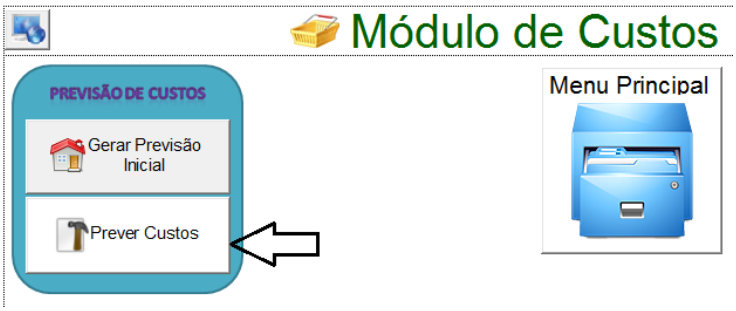

Figura 19 - Acessar Guia de Orçamentos
Nesta tela contêm todos os materiais e serviços previstos para sua obra, para ver estes itens agrupados por Etapas, Sub Etapas e Locais, pressione no botão "Voltar" na parte superior da tela. Esta tela é chamada de "Guia de Orçamentos", e mostra todos os custos previstos da obra agrupados, como pode ser visto na Figura 19
1. Vá na tela de "Guia de Orçamentos" (botão "Prever Custos", mostrada na Figura 19 logo acima)